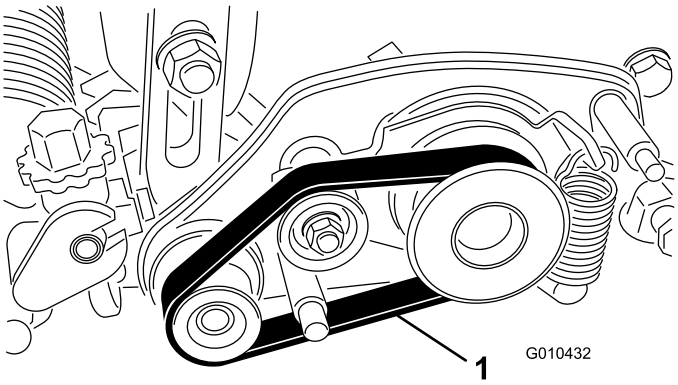

**Figura 29**
2. Retire la correa de la polea arrastrada, la polea tensora y el conjunto de la polea (Figura 29).